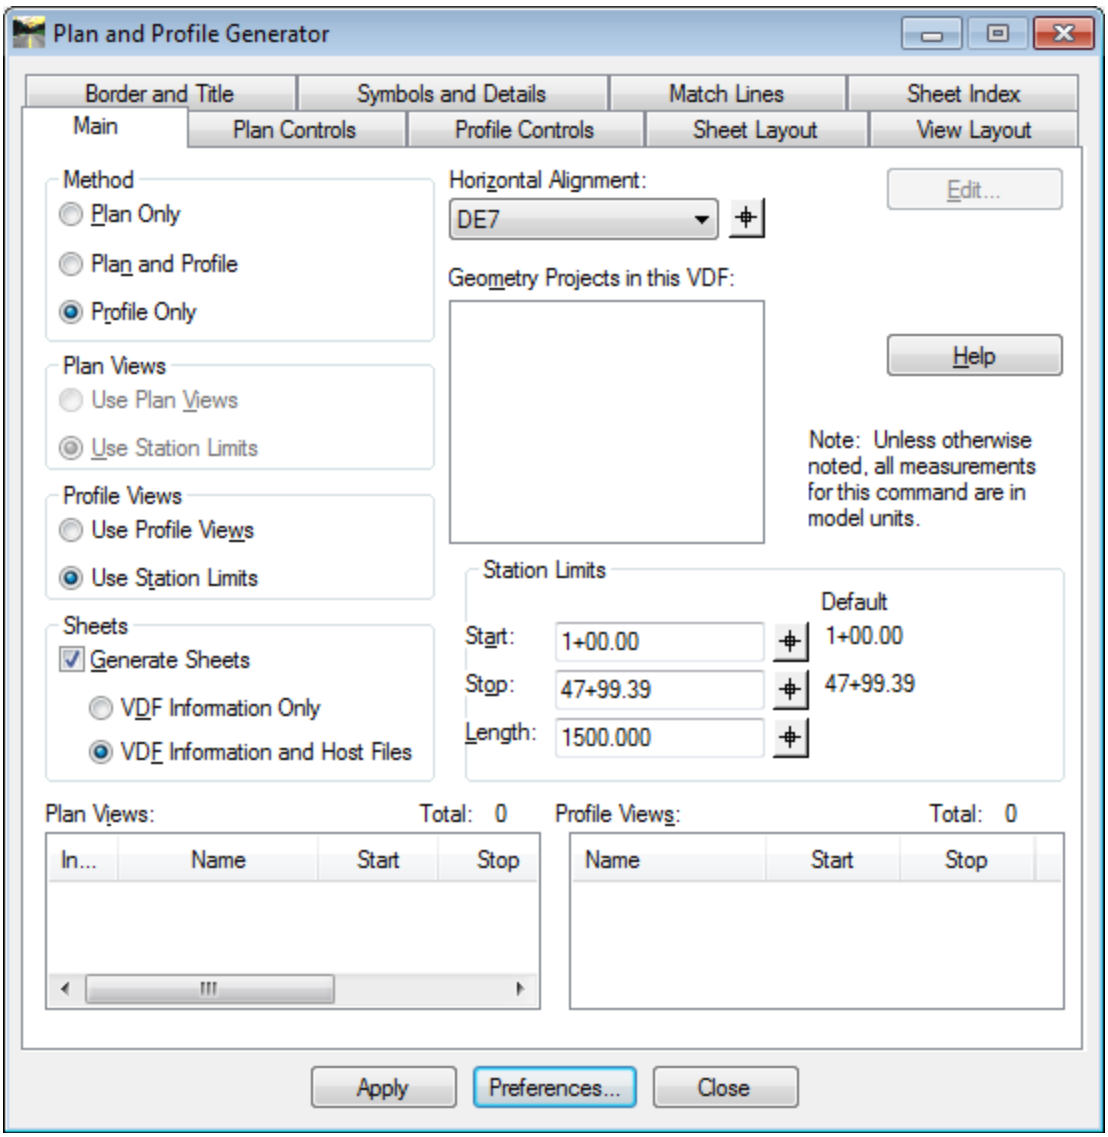

Figure L6-1 Plan and Profile Generator
11.	**In the Plan and Profile Generator:** • Click the **Main** tab to be the active tab. • Click the **Preferences** button. • In the **Preferences** dialog select ***50 Scale Double Profile***. • Click **Load** and **Close**. • Verify your entries match those shown in *Figure L6-1*. **Please Note:** In a "real world" project the user may select the type of Profile Sheet that is applicable (**EX: *50 Scale Single Profile***) and the correct settings will be selected/loaded. *The Standard GDOT Settings for a 50 Scale Double Profile is selected and loaded.*